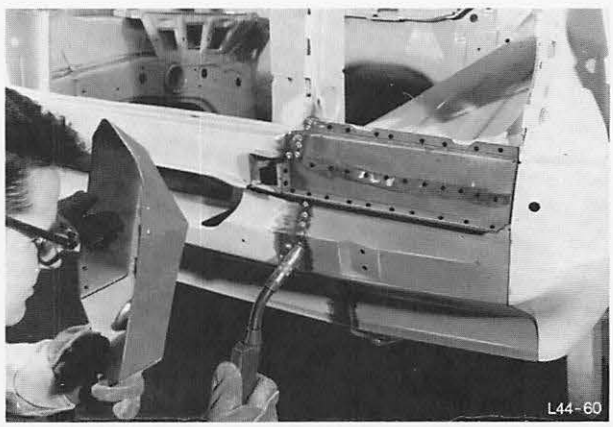

Abb. 55 Schnittstelle schutzgasschweißen
15. Kühlergitterblech mit Schürze (Teileinsatz) anpunkten und schweißen, Abb. 55.